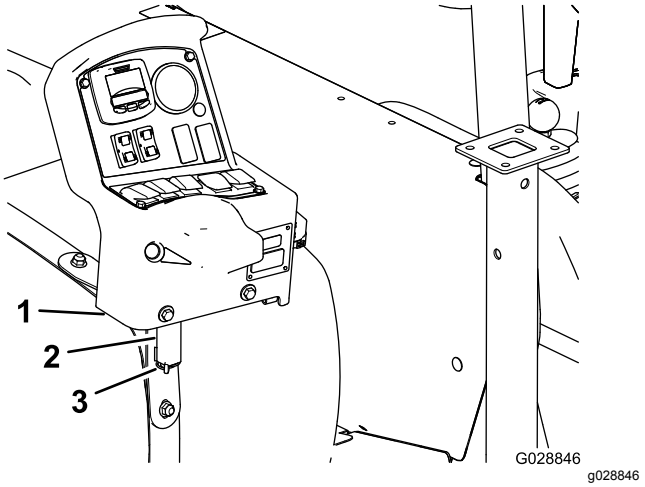

**Figur 6**
2. Rett inn svingbolten på kontrollkonsollen med lagringsbraketten på den fremre tankstroppen (Figur 6).
3. Monter konsollen på braketten og fest svingbolten til braketten med hårnålen (Figur 6).